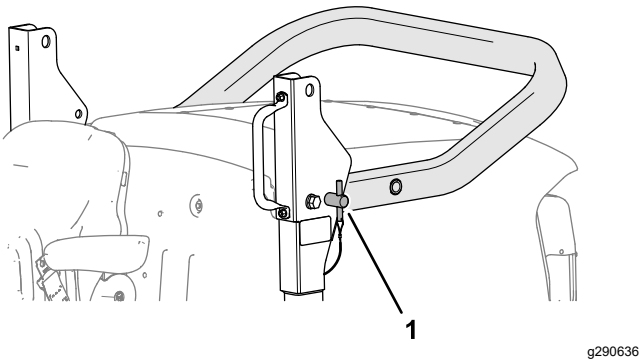

Rysunek 28
2. Wyjmij sworznie pałąka bezpieczeństwa ze wsporników osi obrotu (Rysunek 28).